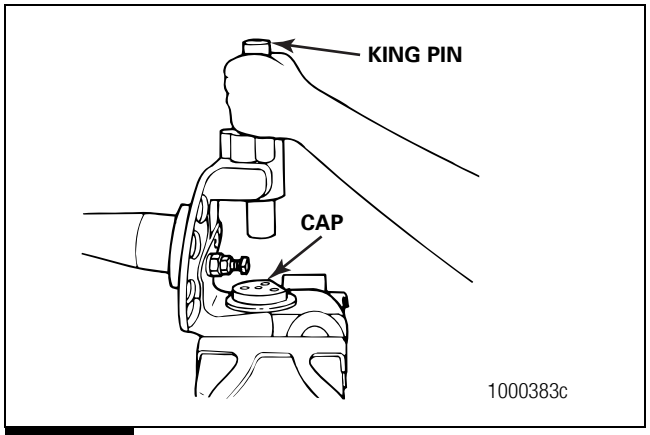

Figure 6.10
3. Place the end cap for the knuckle on top of the seal. Slide the king pin through the opposite knuckle bore. Use the king pin to install the seal. Figure 6.10.